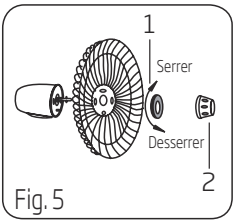

Fig. 5
1. Retirez le dispositif de blocage en le dévissant dans le sens des aiguilles d'une montre (ou sortez-le du sac) et retirez l'écrou en plastique en le dévissant dans le sens inverse des aiguilles d'une montre. Fixez la grille arrière sur le moteur, puis resserrez l'écrou en plastique. (Fig. 5)